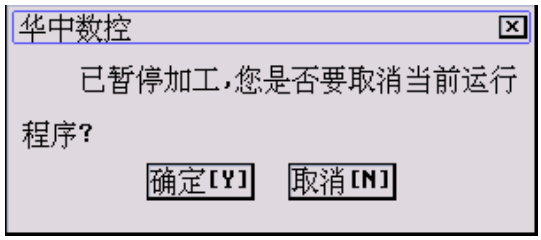

图 6.3.1 程序运行过程中停止运行
(1) 在程序运行子菜单下，按 **F7** 键，弹出如图 6.3.1 所示对话框；
(2) 按 Y 键则中止程序运行，并卸载当前运行程序的模态信息（中止运行后，可按 6.3.5 节所述的方法从程序头重新启动运行）。
(2) 按 N 键暂停程序运行，但不取消当前运行程序；